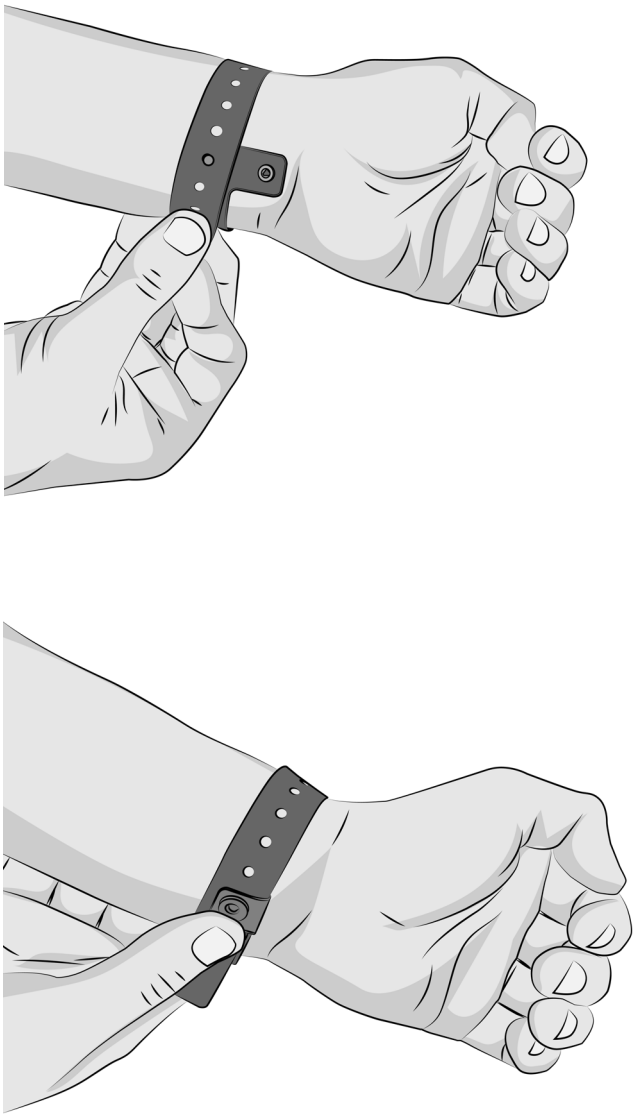

Abbildung 17: Anbringen des Einweghandgelenkbands
5. Wenn Sie das Einweghandgelenkband verwenden, richten Sie den Verschlussknopf am Loch der entsprechenden Größe auf der gegenüberliegenden Seite des Handgelenkbands aus, um sicherzustellen, dass das Handgelenkband bequem und sicher sitzt. Klappen Sie den manipulationssicheren Verschlussknopf um, sobald Sie die richtige Größe gefunden haben, um den Verschluss zu schließen. Der Verschluss rastet beim Schließen ein (Abbildung 17). Beachten Sie, dass das Handgelenkband nach dem Schließen des manipulationssicheren Verschlusses nicht mehr verstellt werden kann.